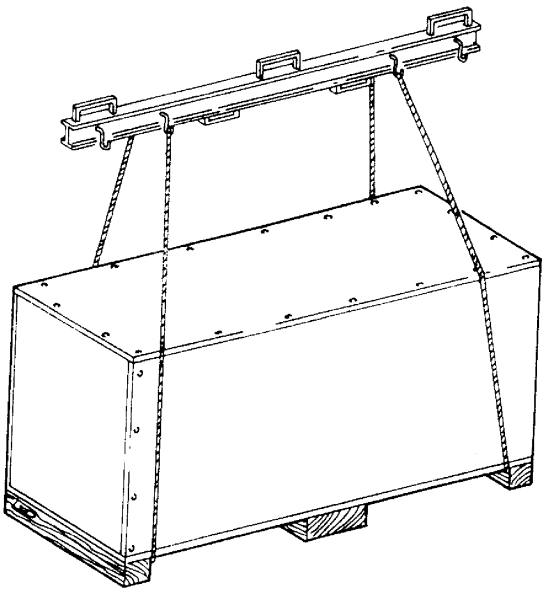

Fig. 5
- **Le operazioni di sollevamento debbono essere eseguite come da fig. 5.**
- **Sollevare con cautela adoperando adeguati mezzi di sostegno del carico in perfetta efficienza. Utilizzando gli appositi punti di aggancio come indicato in fig. 5.**
- **Lifting must be carried out as shown in fig. 5.**
- **lift with care, using suitable means for supporting the load, operating properly and use the specific hooking points as shown in fig. 5**.
- **Beim Anheben wie in Abb. 5 dargestellt vorgehen.**
- **Vorsichtig anheben, die Last ordnungsgemäß mit geeigneten und funktionstüchtigen Hilfsmitteln stützen. Dabei die in Abb. 5 angegebenen Einhakungspunkte berücksichtigen.**
- **Les opérations de levage doivent être réalisées comme indiqué à la Fig. 5.**
- **Soulever avec attention: utiliser des moyens de support de la charge parfaitement efficaces et se servir des points d'attelage comme indiqué à la fig. 5.**
- **Las operaciones de elevación tienen que realizarse como indica la fig. 5.**
- **Elevar con cuidado, utilizando los medios de soporte de la carga adecuados y en perfecto estado y los correspondientes puntos de enganche como se ilustra en la fig. 5.**